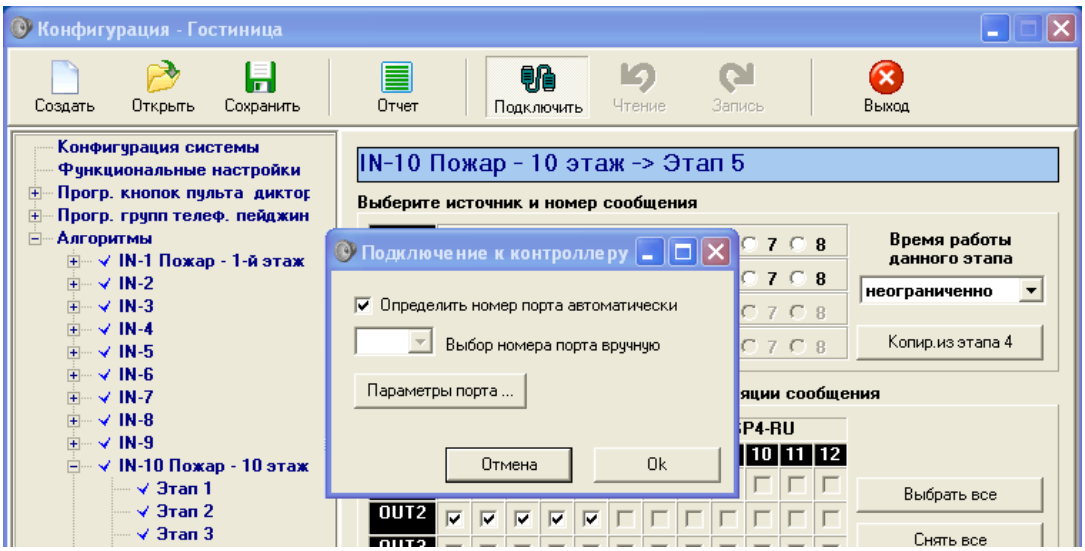

Рис. 34.
- Нажмите на командную кнопку «Подключить». Появится диалоговое окно «Подключение к контроллеру» показанное на Рис. 34.